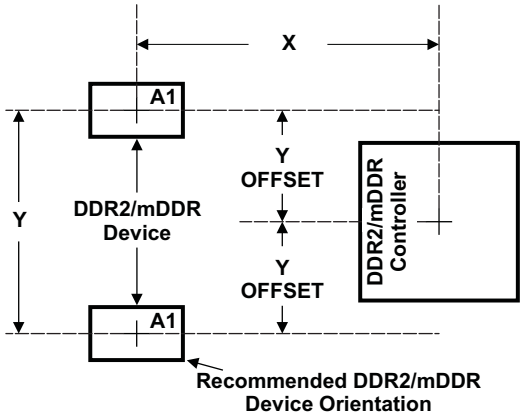

Figure 6-20. OMAP-L138 and DDR2/mDDR Device Placement
Figure 6-19 shows the required placement for the OMAP-L138 device as well as the DDR2/mDDR devices. The dimensions for Figure 6-20 are defined in Table 6-29. The placement does not restrict the side of the PCB that the devices are mounted on. The ultimate purpose of the placement is to limit the maximum trace lengths and allow for proper routing space. For single-memory DDR2/mDDR systems, the second DDR2/mDDR device is omitted from the placement.
(1) See Figure 6-20 for dimension definitions.
(2) Measurements from center of device to center of DDR2/mDDR device.
(3) For single memory systems it is recommended that Y Offset be as small as possible.
(4) Non-DDR2/mDDR signals allowed within DDR2/mDDR keepout region provided they are separated from DDR2/mDDR routing layers by a ground plane.